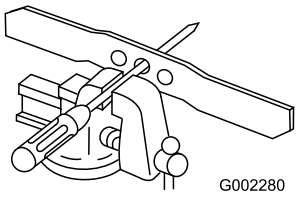

Figuur 31
1. Controleer de balans van het mes door het gat in het midden van het mes boven een spijker of de steel van een schroevendraaier te houden, die horizontaal in een bankschroef is geklemd (Figuur 31).